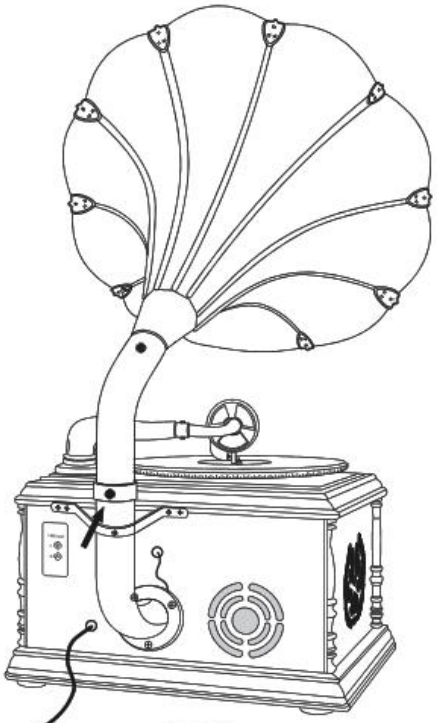

Fig9
8.) Look at Fig9. Nest the assembled big horn speaker (A) into the tubing of the TR-W102U host cabinet in the correct position. Rotate one screw B(F) clockwise into the hole. Tighten clockwise with a Philip's head screwdriver. It should be able to be turned freely by rotating the big horn speaker lightly.